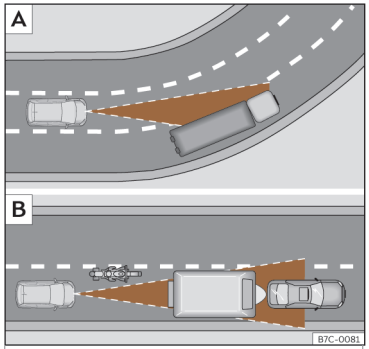

Fig. 157 A Vehículo en una curva. B Motociclista circulando por delante fuera del radio de acción del sensor de radar.
El ACC podría no detectar en curva el vehículo precedente o podría regular la distancia con vehículos que se encuentran en otros carriles››› **fig. 157** A.
- Vehículos que circulen desalineados o fuera de la zona de detección del sensor, por ejemplo, motocicletas››› **fig. 157** B